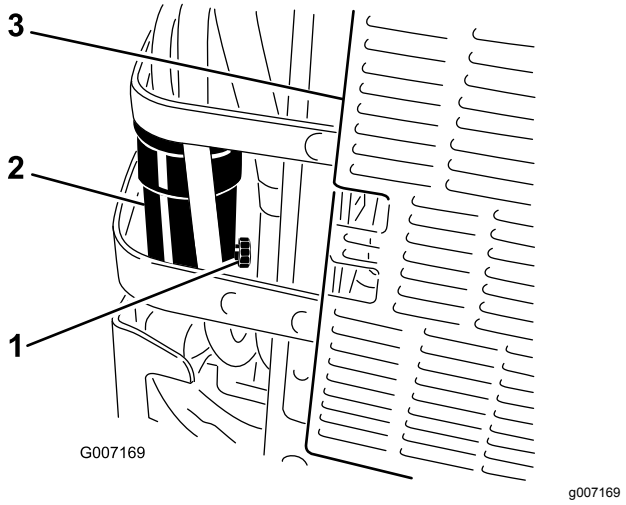

Figuur 71
5. Open de aftapklep op de waterafscheider ongeveer één slag om water en andere verontreinigingen weg te laten lopen (Figuur 71).
6. Sluit de aftapklep als er dieselbrandstof naar buiten komt (Figuur 71).